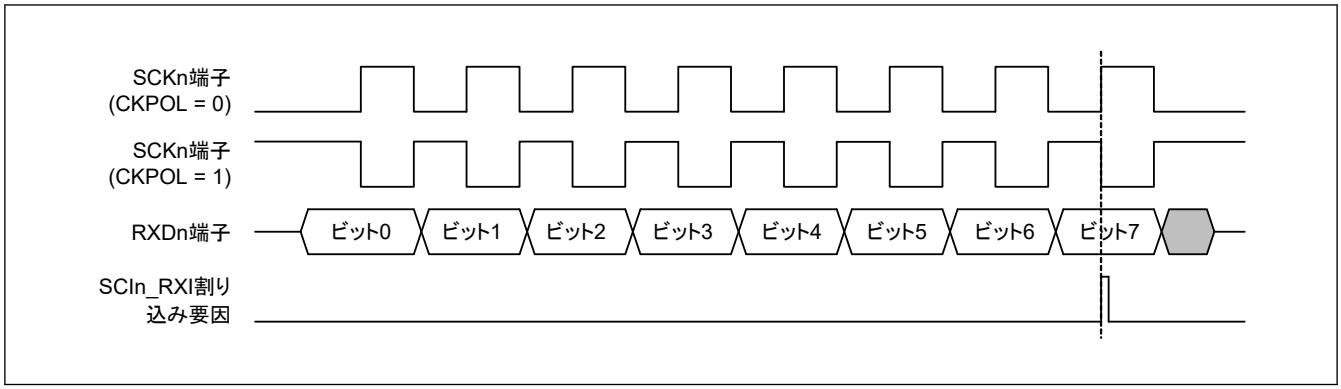

図 26.105　簡易 SPI モードにおける SCIn_RXI 割り込みの発生タイミング（クロック遅れあり）
- クロック遅れあり（SPMR.CKPH ビット = 1）では、図 26.105 に示すように、SCKn 端子の最終クロックエッジ手前のクロックエッジで受信データフル割り込み (SCIn_RXI) が発生します。SCR レジスタの TE ビットと RE ビットを SCKn 端子の最終クロックエッジより前に 0 にすると、SCKn 端子出力がハイインピーダンスとなり、送受信クロックの最後のクロックパルス幅が短くなります。また、SCIn_RXI 割り込みの発生によって、SCKn 端子の最終クロックエッジより前に接続先スレーブの SSn 端子入力信号が High になった場合、スレーブが誤動作する可能性があります。